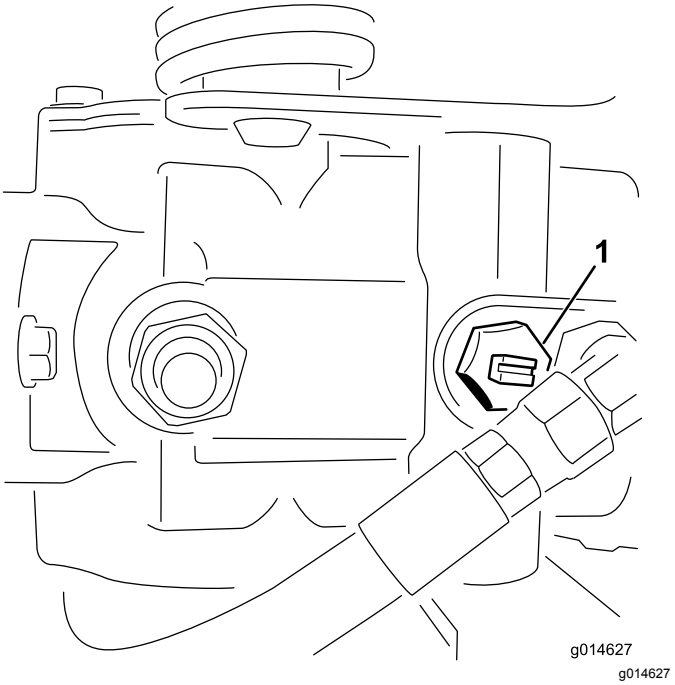

Figuur 26
1. Ga naar de omloopklep op de pomp en draai deze zodat de sleuf verticaal staat (Figuur 26).
2. Voordat u de motor start, moet u de omloopklep sluiten door deze zo te draaien dat de sleuf horizontaal staat (Figuur 26).